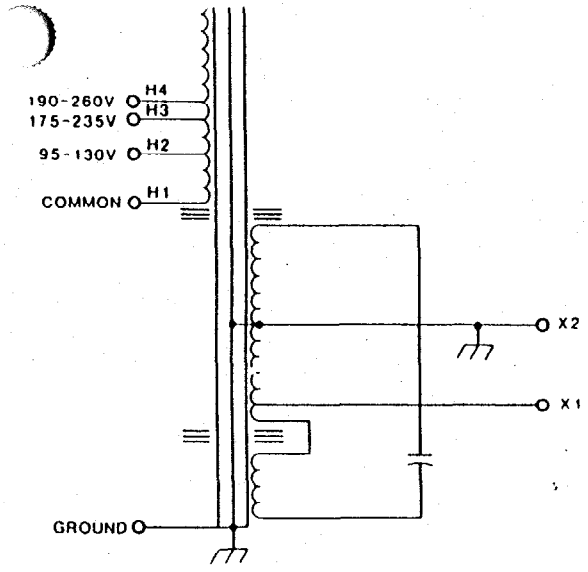

Figure 9. Wiring Diagram - 120 and 250 VA Regulators
Hard-wired regulators must be connected to a branch circuit in accordance with local and national electrical codes. Electrical connections are diagrammed in Figures 9, 10, and 11. Proper wiring is determined by the Figure indicated from the regulator specifications (Table 5).
** CONNECT PER FIG. 9 (120 & 250 VA). FIG. 10 (500 THRU 5000 VA) OR FIG. 11 (7500 THRU 15000 VA)